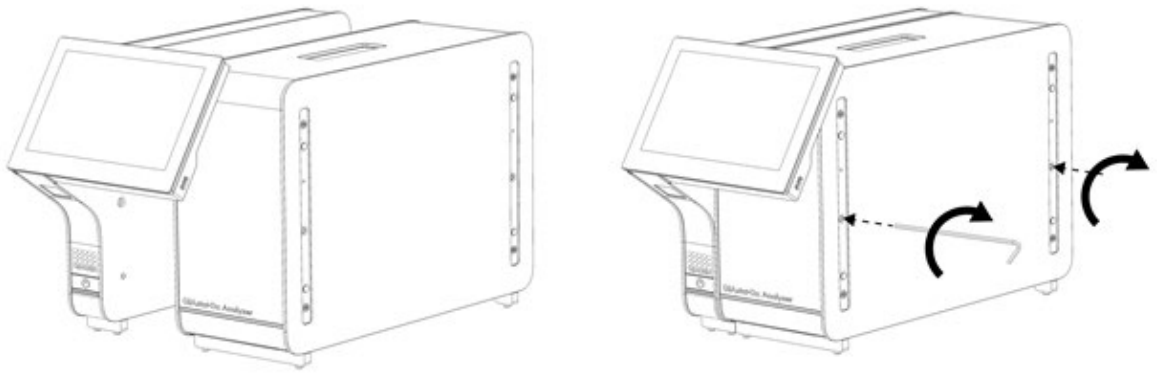

Figura 6. Acoplamiento del módulo operativo al módulo analítico.
3. Retire el módulo operativo de la caja y acóplelo al lado izquierdo del módulo analítico. Apriete los tornillos con la herramienta de montaje del módulo analítico-operativo suministrada con el dispositivo QIAstat-Dx Analyzer 2.0 (Figura 6).